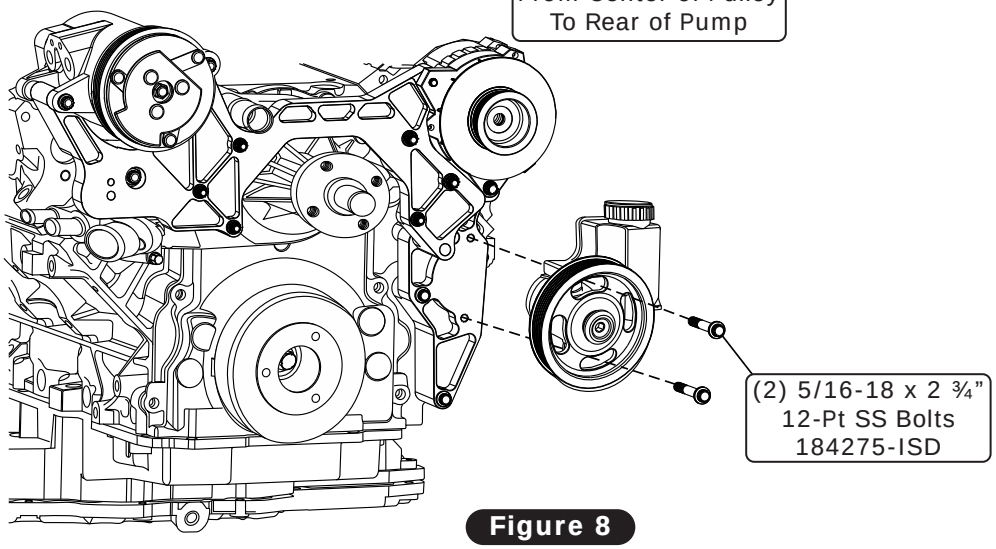

Figure 8
2. Install the power steering pump using (2) 5/16-18 x 2 ¾" 12-Pt SS bolts (See Figure 8, below). Torque to 28 lb ft.